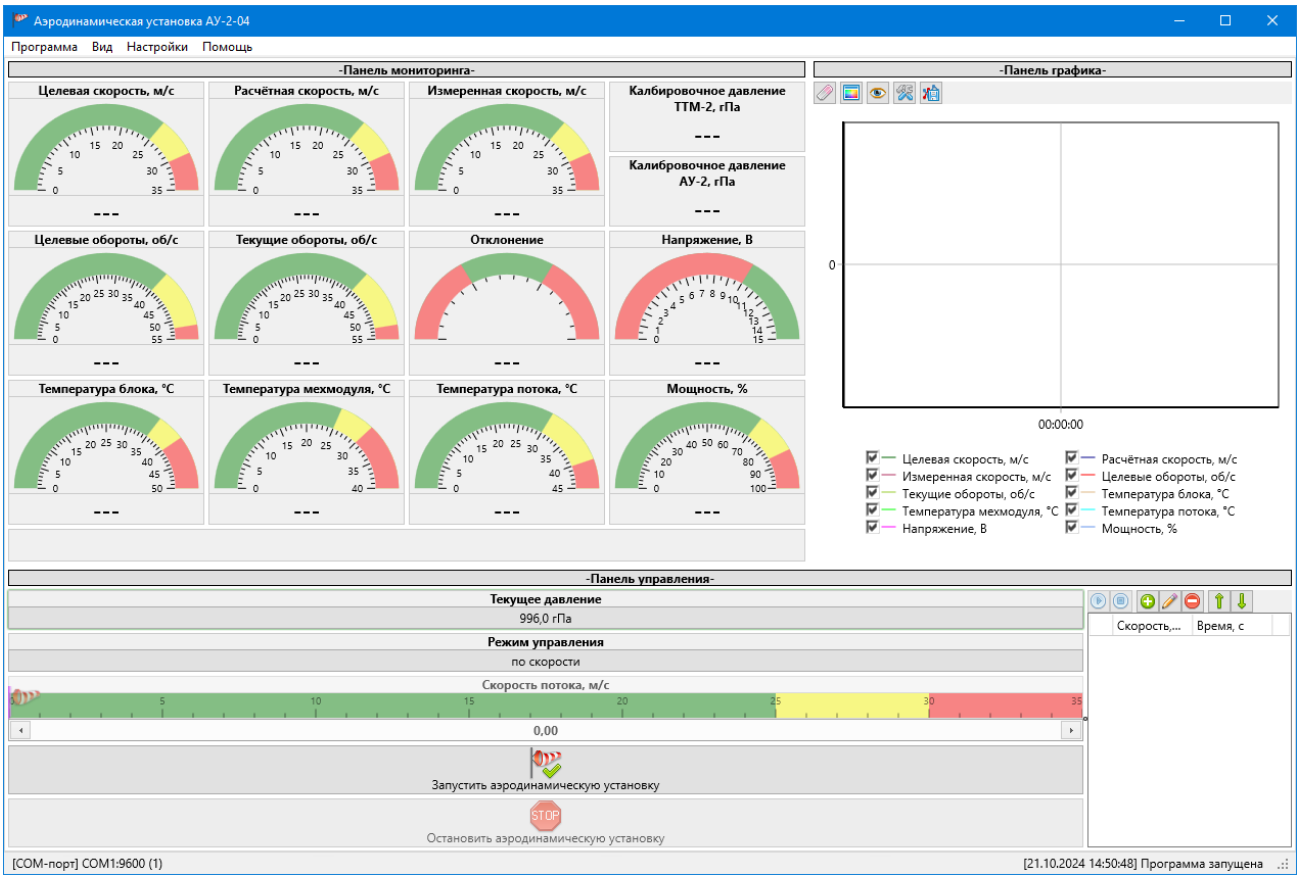

Рис. 7.1 – Главное окно программы управления (объединённый экран, расширенный режим)
1. Запустить программу управления аэродинамической установкой ADP2Control и выбрать в главном меню «Программа» – «Расширенный режим» (рис. 7.1);